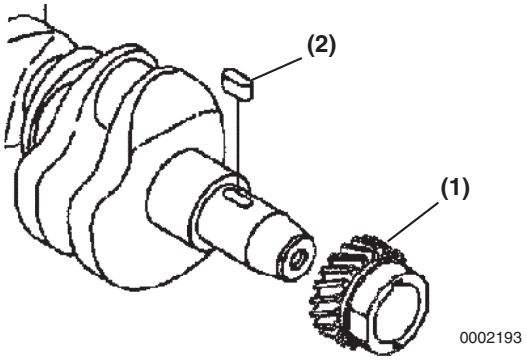

Figure 6-60
13. If necessary, remove the crankshaft gear **(Figure 6-60, (1))** and key **(Figure 6-60, (2))**. If using a gear puller, be careful not to damage the threads in the end of the crankshaft.